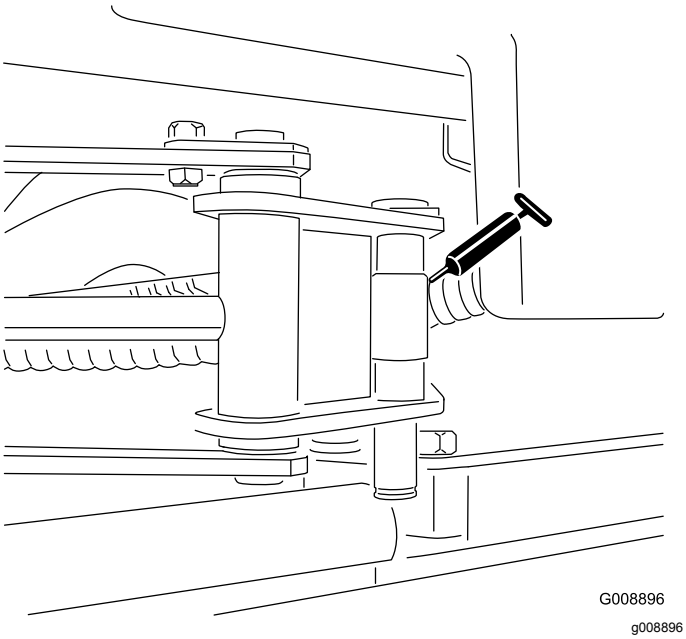

Figur 34
- 2 cylinderändar till sidspole (Figur 34)